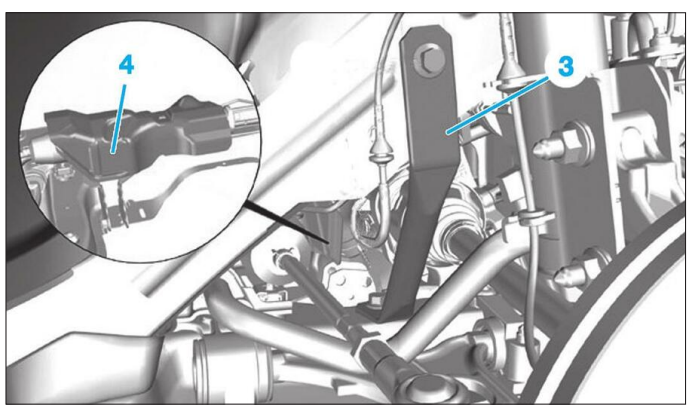
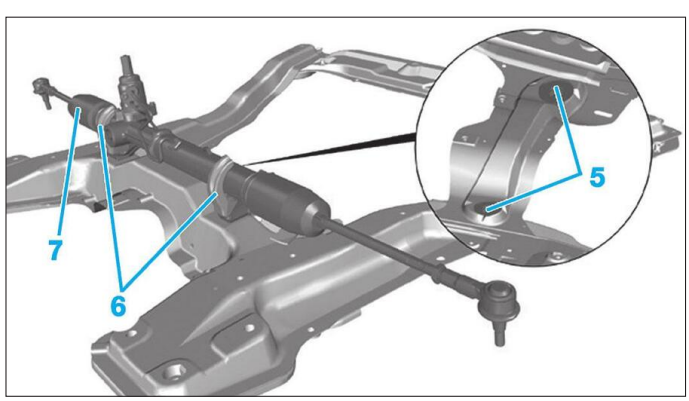

**Fig. 15**
**Fig. 16**
- le tirant de berceau droit (3) **(Fig.15)**.
- l'écran thermique (4) du mécanisme de direction.
• Déposer les vis de fixations (5) et les brides (6) du boîtier de direction **(Fig.16)**.